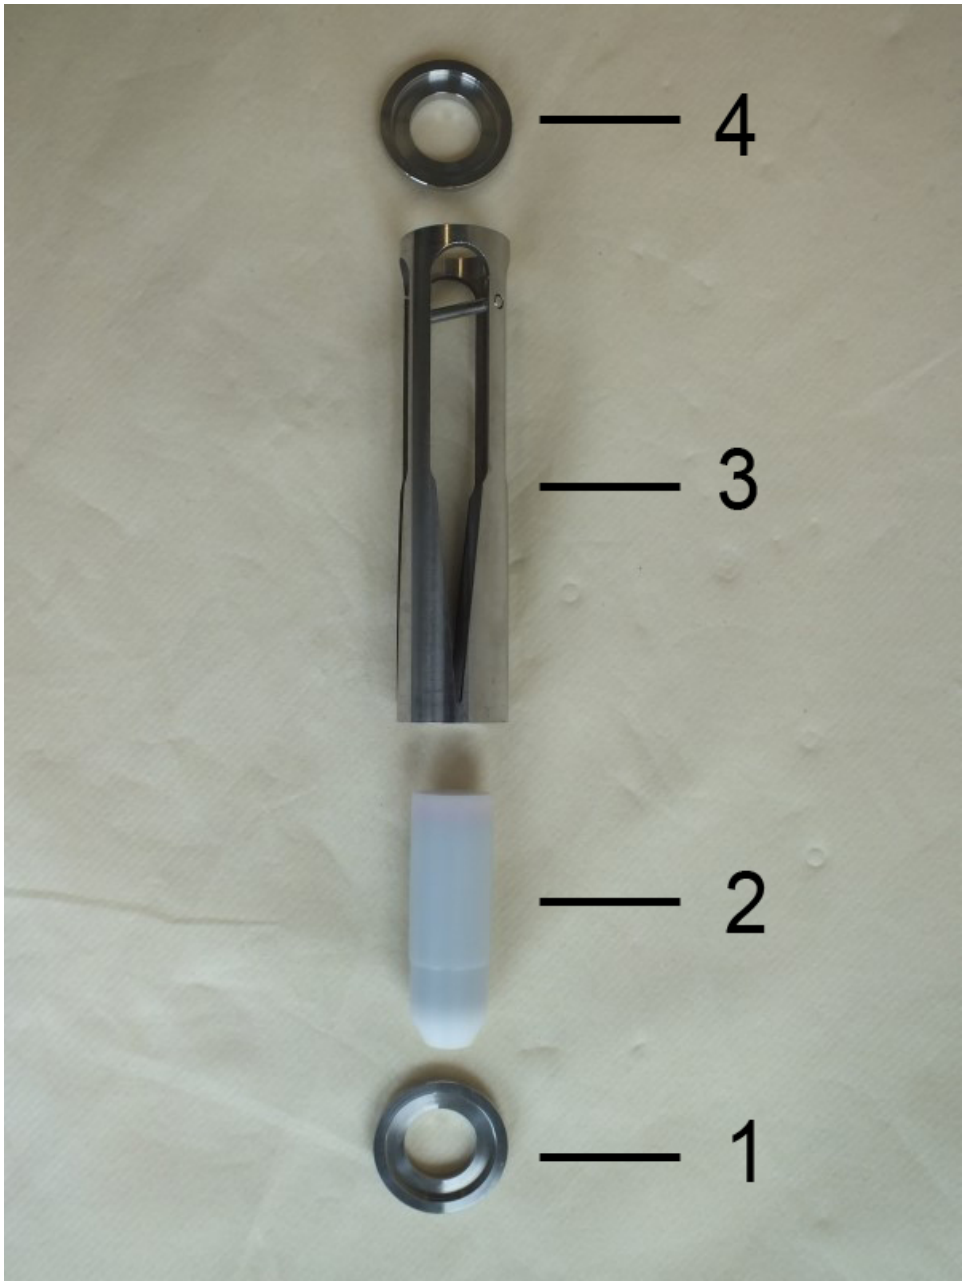

Abb. 51: Innenteile
6. Zentrierscheibe (Eingang) (*Abb. 51*/1), Schwebekörper (*Abb. 51*/2), Schlitzdüse (*Abb. 51*/3) und Zentrierscheibe (Ausgang) (*Abb. 51*/4) als Innenteile des Strömungswächters